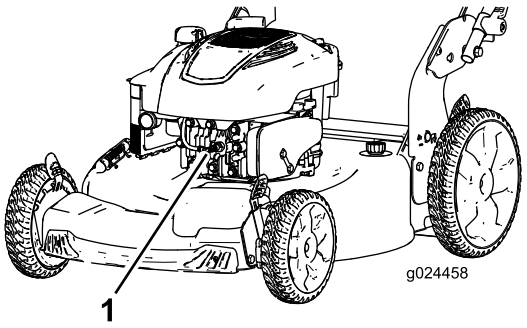

Figur 20
2. Koble fra tennpluggledningen fra tennpluggen (Figur 20) før du utfører vedlikeholdsprosedyrer .